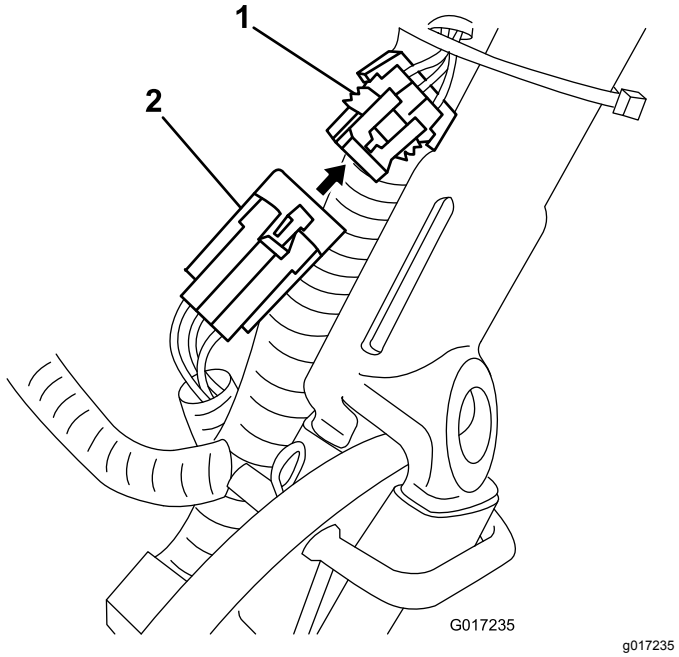

**Rysunek 15**
14. Poprowadź przewody zestawu do wiązki przewodów maszyny pod i za główną wiązką po lewej stronie maszyny i podłącz niewielkie złącze 6-stykowe do pasującego złącza głównej wiązki przewodów w sposób pokazany na Rysunek 15